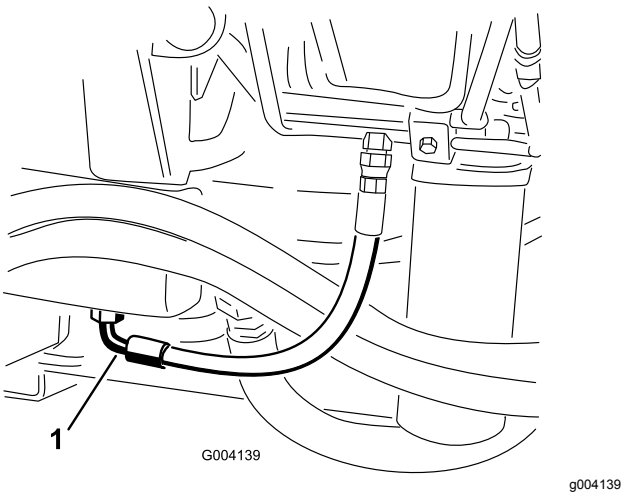

Figuur 88
2. Plaats een grote opvangbak onder de nippel aan de onderzijde van het hydraulische reservoir (Figuur 88).